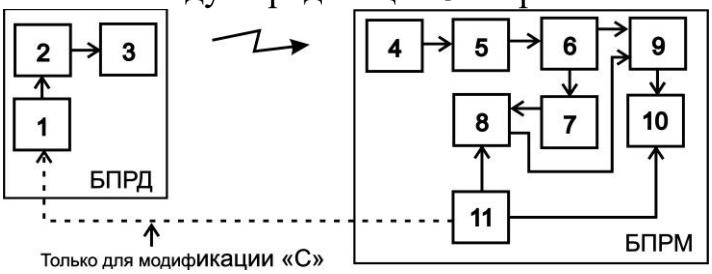

Рис. 6.5
6.2.1 Управляемый генератор 1 (см. рис. 6.5) вырабатывает импульсную последовательность определенной скважности. Под действием импульсов с генератора 1, модулятор 2 формирует последовательность СВЧ-радиоимпульсов, которые поступают на передающую антенну 3. Передающая антенна 3 излучает СВЧ-радио-импульсы в направлении приемной антенны 4. Образовавшееся между передающей 3 и приемной 4 антеннами электромагнитное поле является источником полезных сигналов для обнаружения объектов, пересекающих данное электромагнитное поле. С выхода приемной антенны СВЧ-радиоимпульсы поступают на вход, детектора 5 и далее на усилитель 6, с первого выхода которого сигнал поступает на вход компаратора 7, информирующего узел управления 8 о наличии на выходе усилителя 6 импульсов. Под управлением элемента 11, ключ 9 пропускает импульсы в узел принятия решений 10, который управляет выходным оптореле. В модификации «С» генератор 1 синхронизируется по выделенным проводам под управлением элемента 11.